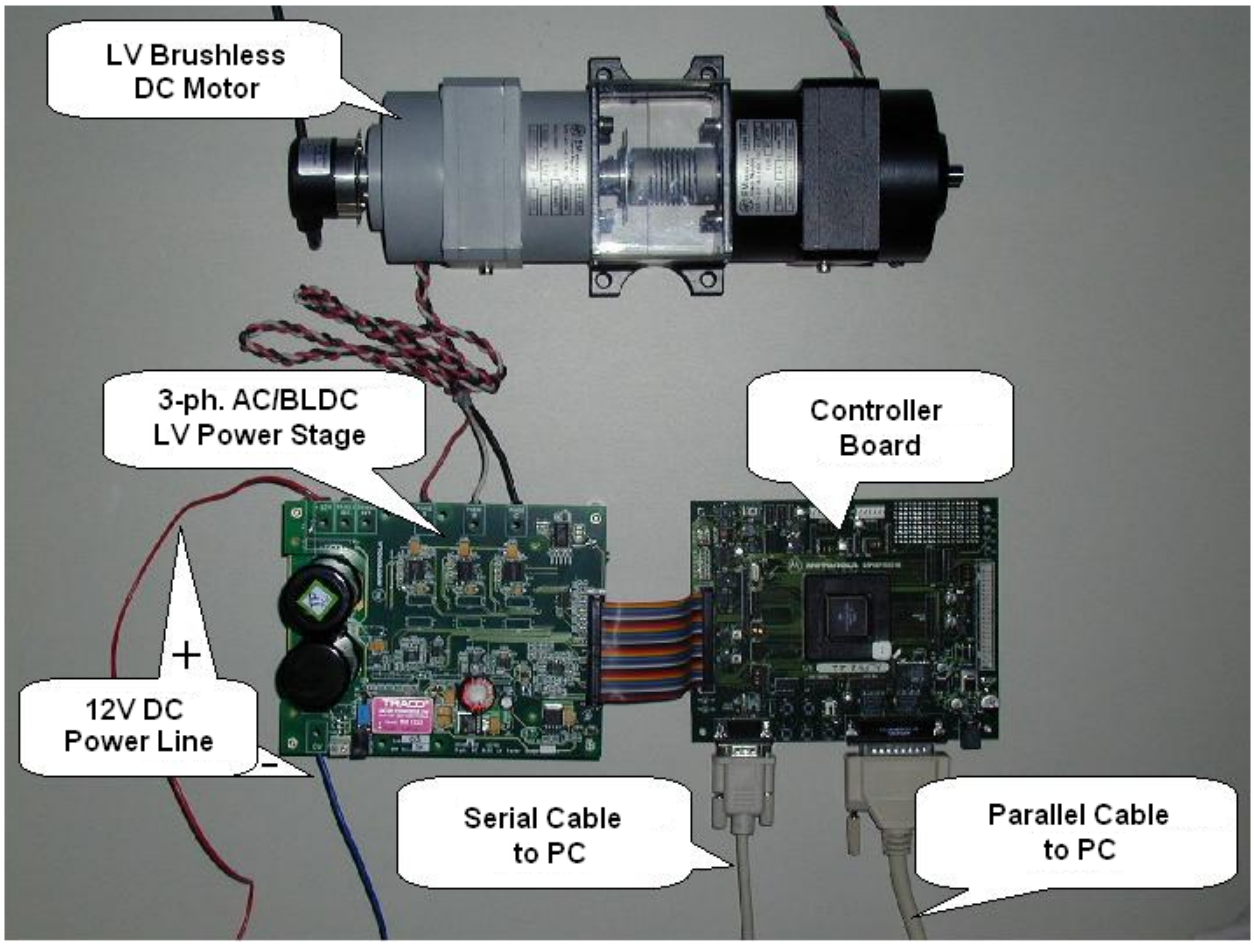

Figure 8-5. Set-up of the Low-Voltage BLDC Motor Control Application
- 3-Phase AC/BLDC Low-Voltage Power Stage; see Figure 8-5